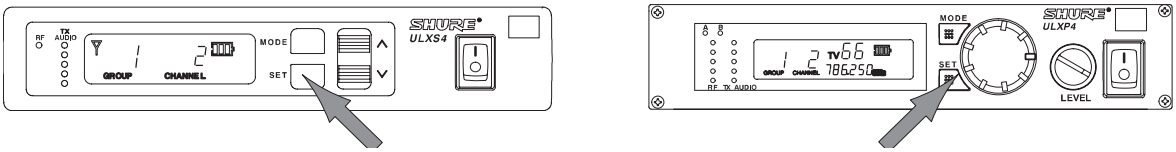

FIGURA 11
3. Per sintonizzare il ricevitore sul nuovo canale, premete il pulsante SET. Il display ritorna alla modalità predefinita, come illustrato in Figura 11.